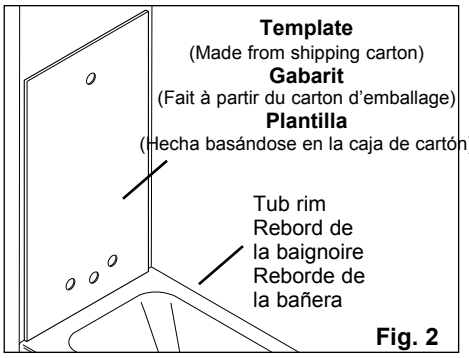
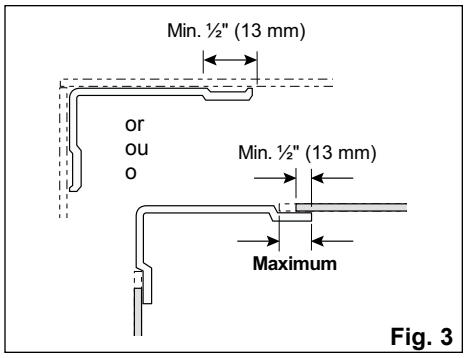

Fig. 2
Fig. 3
d) Mark one side of the template with an «**X**» and position the template (within 3 mm of the front edge of the bathtub) with the «**X**» side against the bathtub end wall with the exposed plumbing. **Fig. 2**. Mark the position of the faucet handles, bathtub spout and shower arm on the template. Check for accuracy and cut.
f) Tape corner panels (B) firmly in position against wall.
CORRECT OVERLAP: *Panels overlap should be at least 1/2". For some models, back panel and end panels can be trimmed to accomodate smaller bathtub.* DO NOT CUT CORNER PANELS B. *Panels can be trimmed with a sharp edge cutting lightly. Using a straight edged piece of plastic or wood as a guide, score with continuous, even pressure.* Note: *Make several passes until approximately halfway through the plastic. Then bend and snap along score line. Fig. 3.*
d) Marquer d'un «**X**» le côté du gabarit touchant le mur. Placer le gabarit (à 3 mm du rebord avant de la baignoire) contre le mur contenant la tuyauterie. Marquer la place des tuyaux, de la robinetterie et de la douche et percer les trous nécessaires sur le gabarit. **Fig. 2**. Replacer le gabarit sur le mur pour vérifier l'emplacement des trous et couper.
RECOUVREMENT ADÉQUAT** : Le recouvrement entre les panneaux doit être de 1/2" minimum. Pour certains modèles, les panneaux de bout et le panneau du fond pourront être coupés pour convenir à une baignoire de plus petite taille.* ***NE PAS COUPER LES PANNEAUX DE COIN B. Pour couper, utiliser une règle pour tracer la ligne de coupe et un couteau bien affûté. ***Note :*** Il est très important de ne pas tenter de couper le plastique d'un seul trait; entailler plutôt le panneau plusieurs fois et plier le panneau jusqu'à ce qu'il se brise. **Fig. 3**.
d) Marque con una "**X**" el lado de la plantilla que hace contacto con el muro. Coloque la plantilla (a 3 mm del reborde delantero de la bañera) contra el muro que contiene la tubería. Marque el lugar de los tubos, la grifería y la ducha y perfore los orificios necesarios sobre la plantilla (**Fig. 2**). Vuelva a colocar la plantilla sobre el muro para verificar la ubicación de los orificios y cortar.
f) Coloque los dos paneles de las esquinas (B) apoyándolos contra los muros.
RECUBRIMIENTO ADECUADO** : El recubrimiento entre los paneles debe medir como mínimo 1/2". Para ciertos modelos, los paneles del extremo y el panel del fondo podrán cortarse para adaptarse a una bañera más pequeña.* ***NO CORTE LOS PANELES DE LA ESQUINA (B). Para cortar, utilice una regla para trazar la línea de corte y un cuchillo bien afilado. **Nota**: Es muy importante no intentar cortar el plástico de un sólo tirón; es preferible cortar el panel varias veces y doblarlo hasta que se quiebre (**Fig. 3**).